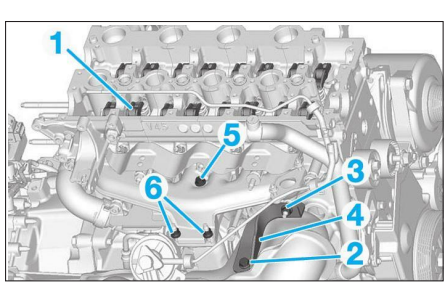

**Fig. 62**
- les linguets (1) **(Fig.62)**,
- la vis (2),
- l'écrou (3),
- le support de précatalyseur (4),
- la vis (5),
- les écrous (6),